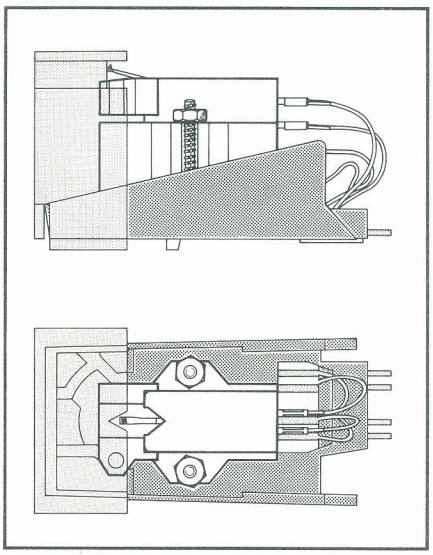

Fig. 12
1. Om het systeem te verwisselen de systeemhouder ⑤ van de arm losmaken, door de toonarmgreep ④ naar achteren te drukken. Hierbij de systeemhouder vasthouden, omdat deze anders valt.
2. Het toonsysteem op de systeemhouder bevestigen. Dit moet op de meetkundig juiste plaats gemonteerd worden (fig. 12). Gebruik hierbij het hulpmateriaal, dat bij de platenspeler geleverd wordt, zoals mal, afstandsrollen, schroeven en moeren.